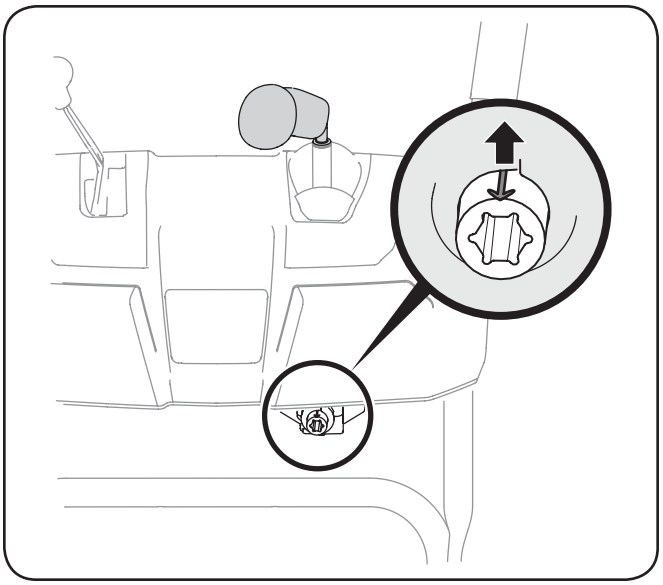

Fig. 3-7
5. Pivotez le levier de commande jusqu'à la position de 1 heure pour que la flèche indicateur en argent sur le pignon soit placé vers le haut. Voir la Fig. 3-7.